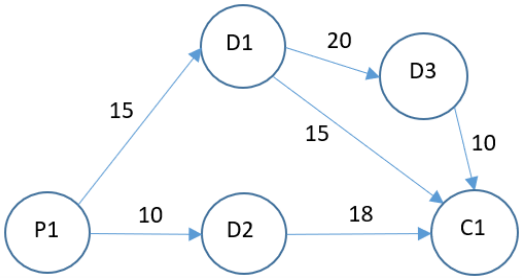

Figure 2b: Product Distribution Network
**Q8b.** Figure 2b shows the distribution network of a product. The value at each arc represents the **shipping capacity** along each route.